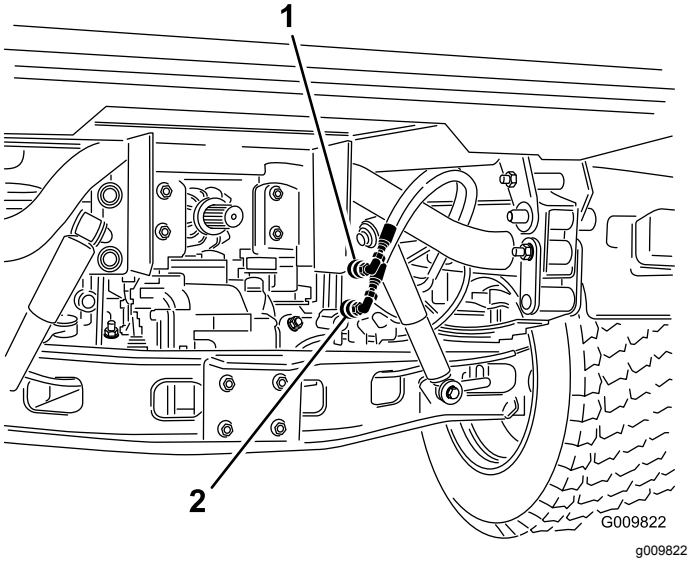

Bild 73
2. Schließen Sie an beiden Maschinen die zwei Schnellkupplungsschläuche von den Schläuchen ab, die an der Schnellkupplungshalterung befestigt sind (Bild 73).